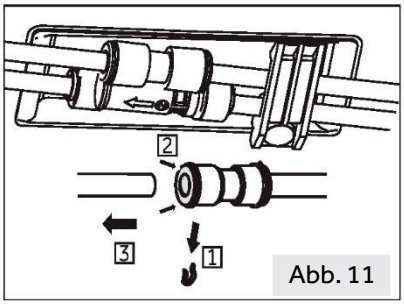

Abb. 11
1. Lösen Sie die linke Seite der beiden Wassermuffen am vorderen linken Geräteboden: Drücken und halten Sie den Anschluss wie abgebildet und nehmen Sie die Wasserleitung ab (Abb. 11).